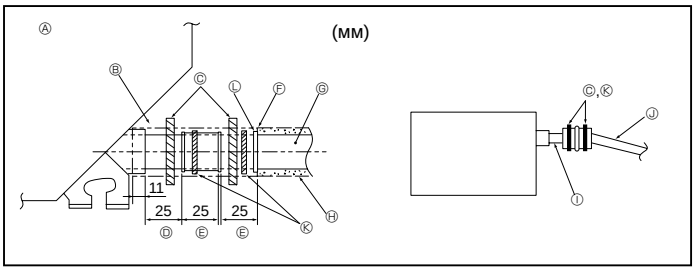

Fig. 3-5
1. Подсоедините соединительную муфту для дренажа (входит в комплект поставки прибора) к дренажному порту. (Fig. 3-5)